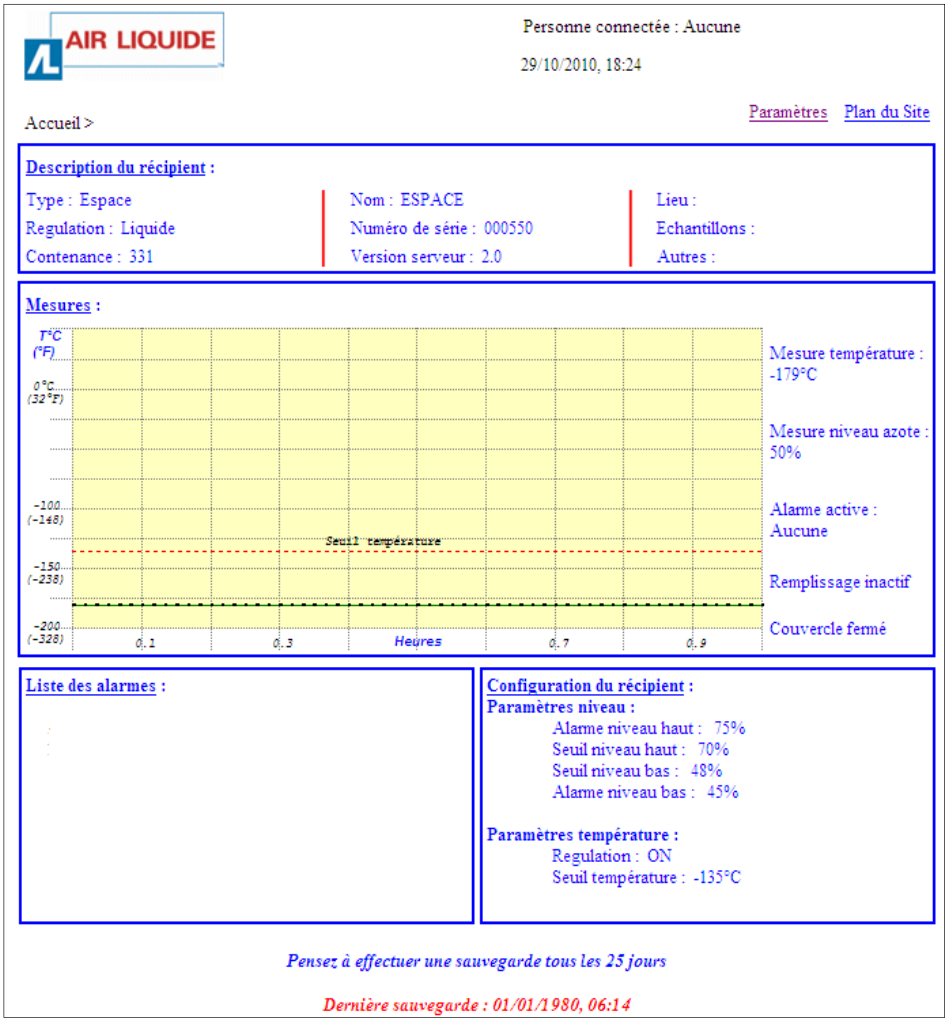

Figura 11-2: esempio di Home page.
3. Viene visualizzata la *Home page* (vedi Figura 11-2).